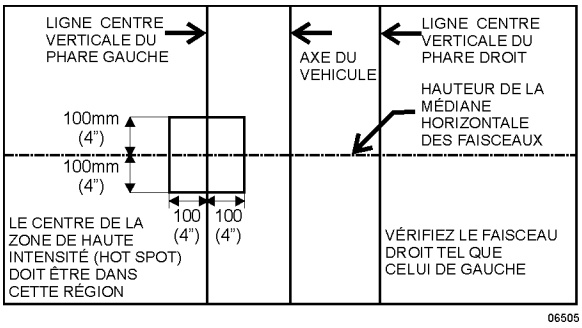

FIGURE 56 : LIMITES D'INSPECTION D'ORIENTATION DES FEUX DE ROUTE
6. Les limites d'inspection pour les feux de route doivent être au centre de la zone longue portée, de 10 cm (4 po) vers le haut à 10 cm (4 po) vers le bas; et, de 10 cm (4 po) de gauche à 10 cm (4 po) à droite sur un écran à 7,6 m (25 pi) (Figure 56).